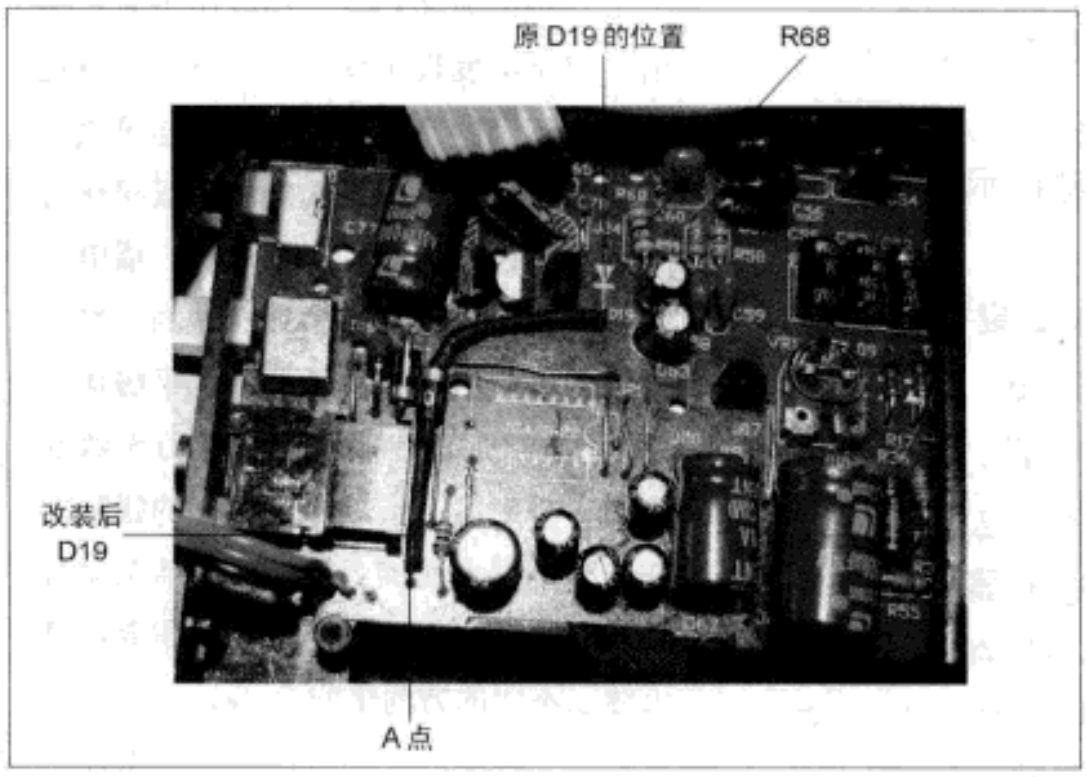

图6 D19的新安装的位置
4. 拆去原板上跳线J28、D19；拆下D19后，把D19两引脚接长，然后套上热塑管或绝缘管，将D19的正极接在J28的A端，D19的负极还接在原来的位置上，如图6所示。